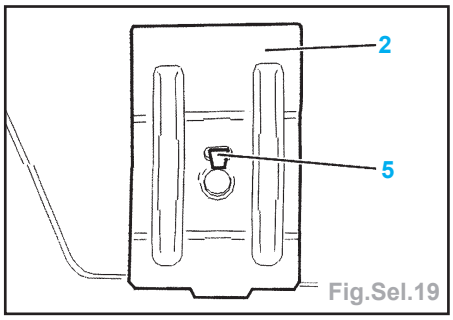

Fig.Sel.19
- le curseur AR (2) en dégageant le crochet (5) (Fig.Sel.19).